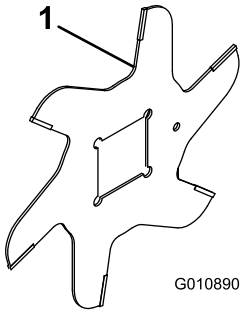

Figure 18
1. Assemble a reel blade (Figure 18).
4. Install the next blade clockwise so that the index reference hole (Figure 18) is not aligned with the first blade hole by one flat of the shaft.